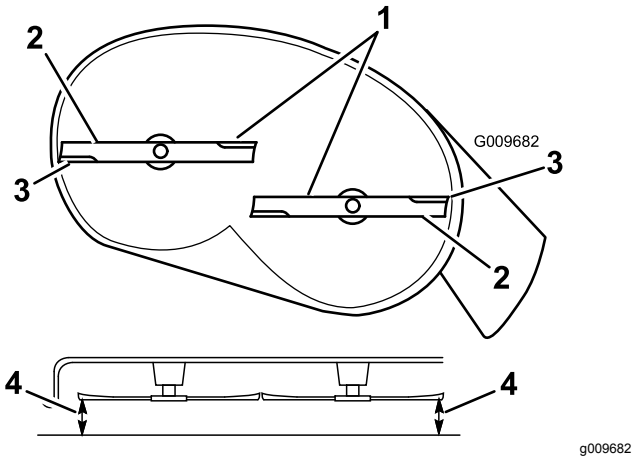
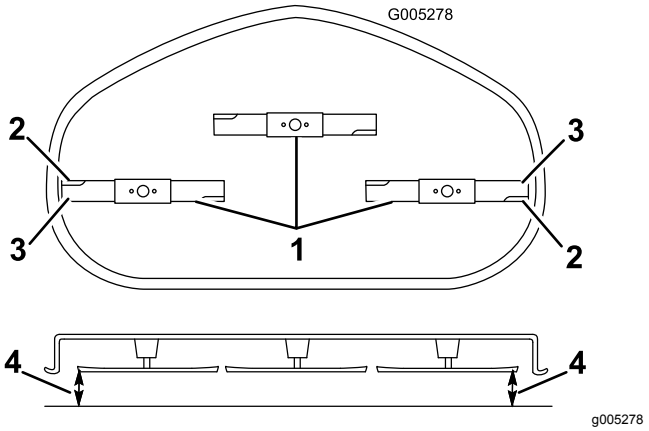

**Figur 59**
**Figur 60**
4. Drej forsigtigt skærekniven(e), så de alle er tværgående (Figur 59 og Figur 60).
5. Mål mellem de udvendige skærekanter og den plane overflade (Figur 59).